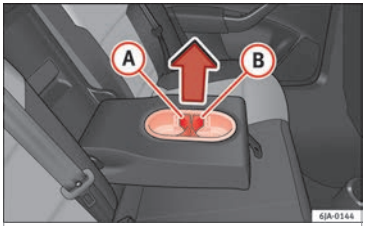

Fig. 68 Rear seats armrest: drink holder
Use the detachable parts (A) and (B) ››› **Fig. 68** to change the size of the holes.
– Remove part (A) or (B) in the direction indicated by the arrow and replace in the required position in the drink holder.